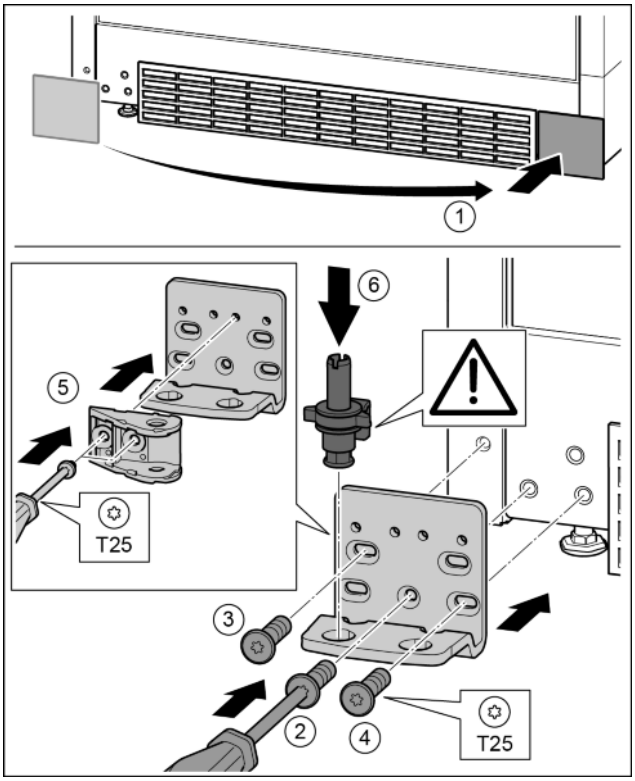

Fig. 32
- ▶ Afdekking eraf halen en op de andere kant aanbrengen. *Fig. 32 (1)*
- ▶ Lagerbus op de andere kant aanbrengen en met behulp van een schroevendraaier T25 vastschroeven. Met schroef 2 onder in het midden beginnen. *Fig. 32 (2)*
- ▶ Schroef 3 en 4 vastschroeven. *Fig. 32 (3, 4)*
- ▶ Sluitdemperverbinding 180° draaien. Aan de andere kant van de lagerbus met schroevendraaier T25 vastschroeven. *Fig. 32 (5)*
- ▶ Lagerbout volledig aanbrengen. Let op dat de vergrendelnok naar achter wijst. *Fig. 32 (6)*